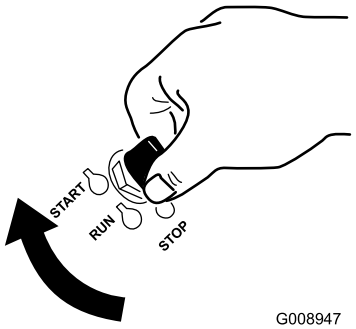

Figura 14
1. Rode a chave da ignição para a posição Start (ligar) (Figura 14). Quando o motor arrancar, solte a chave.
7. Rode a chave da ignição para a posição Start (ligar) (Figura 14). Quando o motor arrancar, solte a chave.